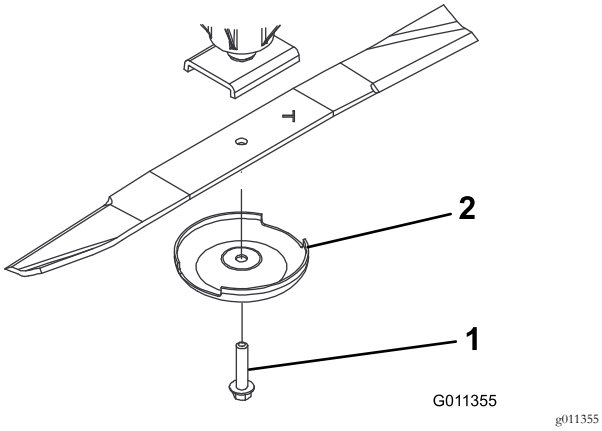

Figur 74
2. Fatta tag i knivens ände med en trasa eller en tjockt vadderad handske. Ta bort knivskruven, antiskalbehållaren och kniven från spindelaxeln (Figur 74).
3. Montera kniven med antiskalbehållaren och knivskruven och rikta seglet mot klippdäcket (Figur 74).